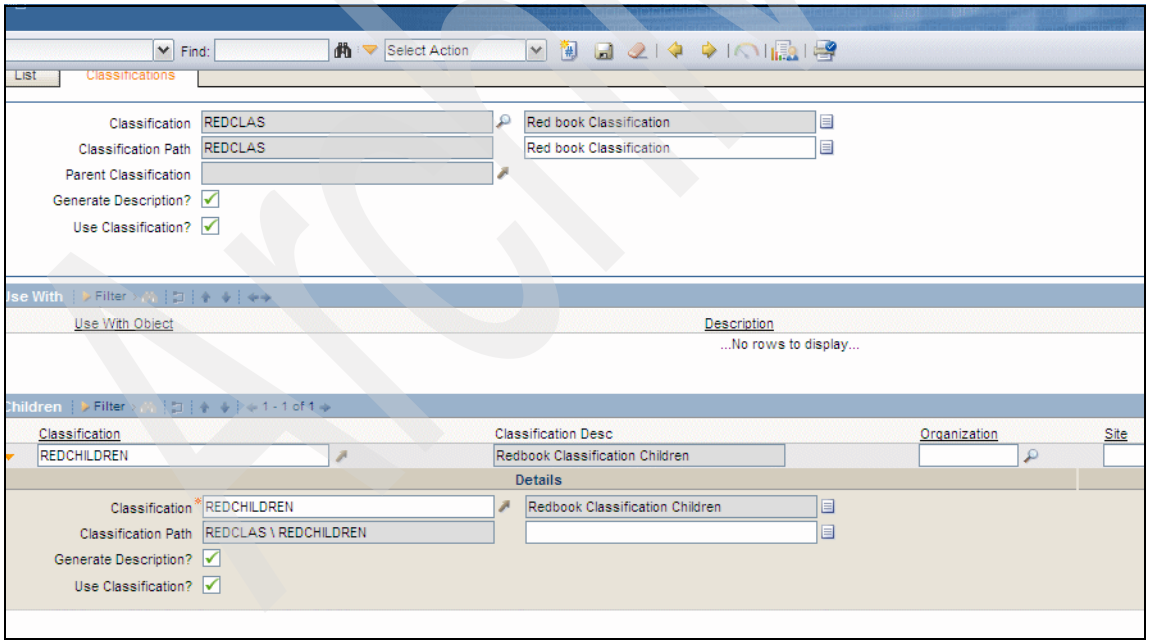

Figure 3-36 Classification children
4. Now, a classification is created that is customer-specific. It is also possible to associate children of classifications with a customer. Create a new classification, and add it as a child to the REDCLAS classification as REDCHILDREN classification, as shown in Figure 3-36.